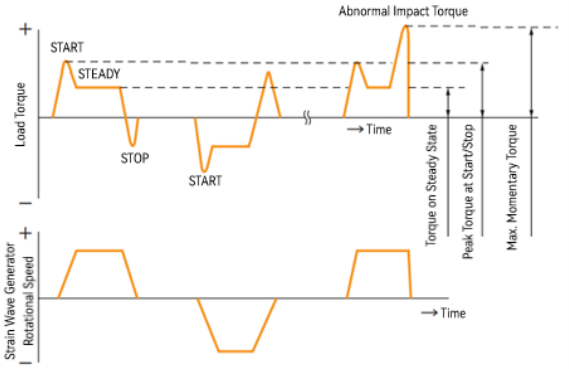

Figure 2-2 Example of Load Pattern
(1) ***Permissible Peak Start Stop Torque (as shown in Figure 2-2):***
(4) ***Permissible Maximum Momentary Torque (as shown in Figure 2-2):***